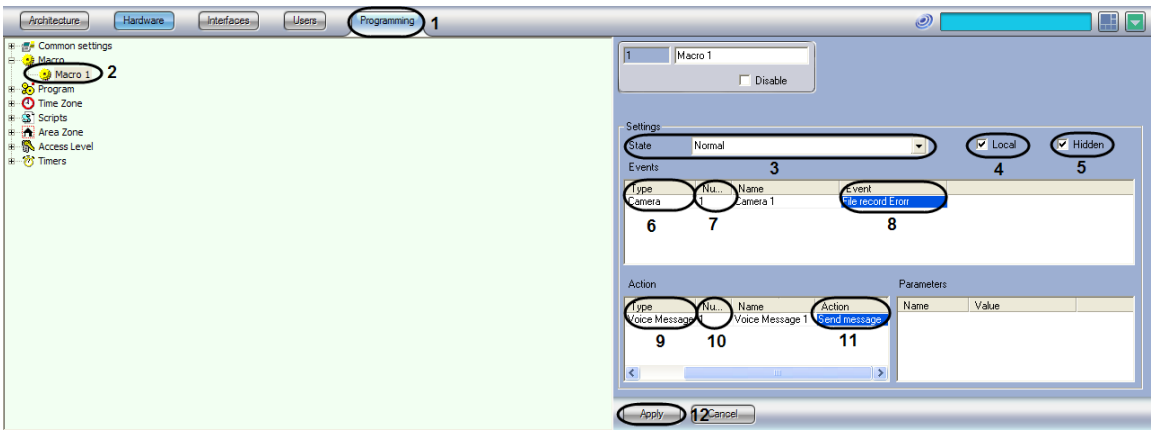

Figure 8.10-11. Creating and setting up the macro for sending the voice message
1. Go to the Programming tab of the System Settings window (Figure 8.10-11).